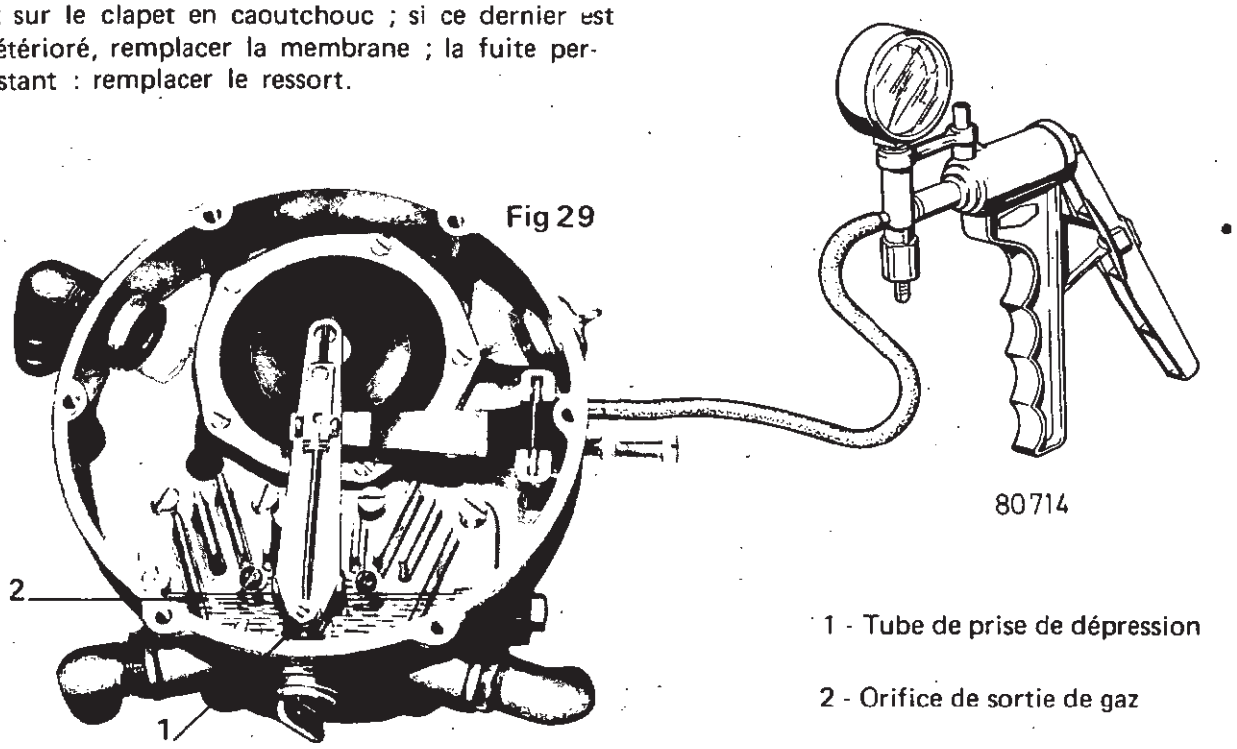

Fig 29
- relier la prise de dépression à une source de vide (à la rigueur une simple aspiration buccale) et s'assurer que, sous son action, la soupape s'ouvrant, l'air arrive par l'orifice indiqué en Fig. 29,